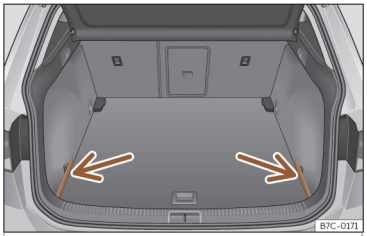

Fig. 107 En el maletero: tapas para guardar la bandeja.
- Extraiga las tapas izquierda y derecha ››› **fig. 107**.